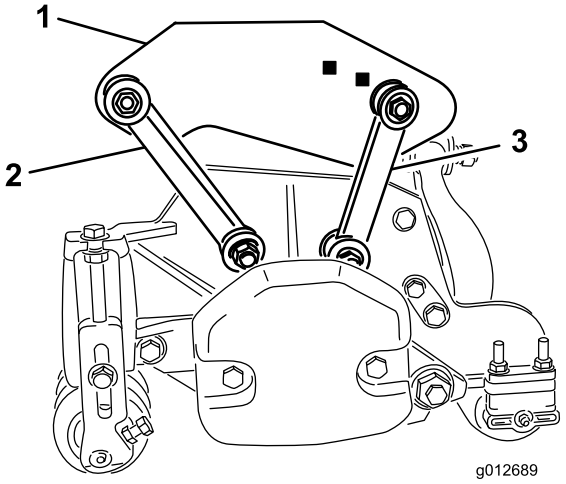

Figur 19
- Fest de fremre monteringskoblingene til bærerammehullene med en bolt ((3/8 x 2 1/4 tommer), to flate skiver og en låsemutter som vist på Figur 19. Plasser en skive på hver side av koblingen når du monterer. Stram til festene med et moment på 42 Nm.
- Fest de bakre monteringskoblingene til bakre bærerammehull med en bolt ((3/8 x 2 1/4 tommer), to flate skiver og en låsemutter som vist på Figur 19. Plasser en skive på hver side av koblingen når du monterer. Stram til festene med et moment på 42 Nm.